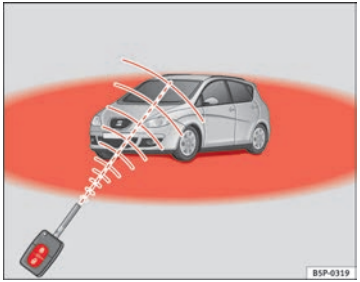

Fig. 65 Range of the radio frequency remote control
- The radio frequency remote control functions only when you are in range ⇒ Fig. 65 (red area).
- If the vehicle is unlocked using the 🔓 (1) button, it will lock again automatically if any of the doors or the rear lid are not opened within 30 seconds after unlocking it. This function prevents the vehicle from remaining unlocked if the unlock button is pressed by mistake.